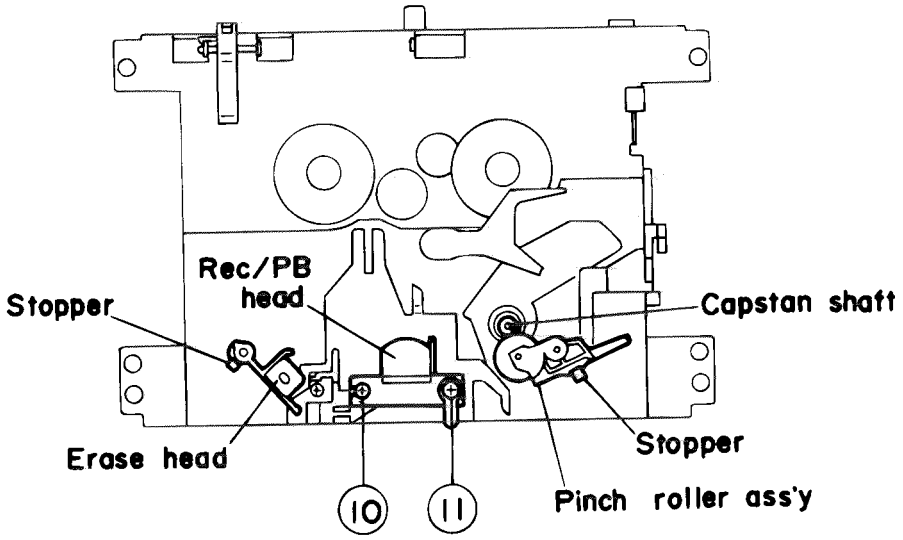
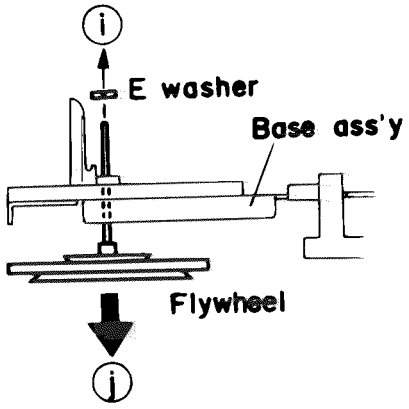

Fig.2-13
Fig.2-16
■ **Pinch roller assembly** (Fig.2-13 to 2-14)
■ **Rec /PB head and erase head** (Fig.2-13 to 2-15)
1. Remove two screws ⑩, ⑪ retaining the Rec/PB head.
■ **Flywheel assembly** (Fig.2-16)